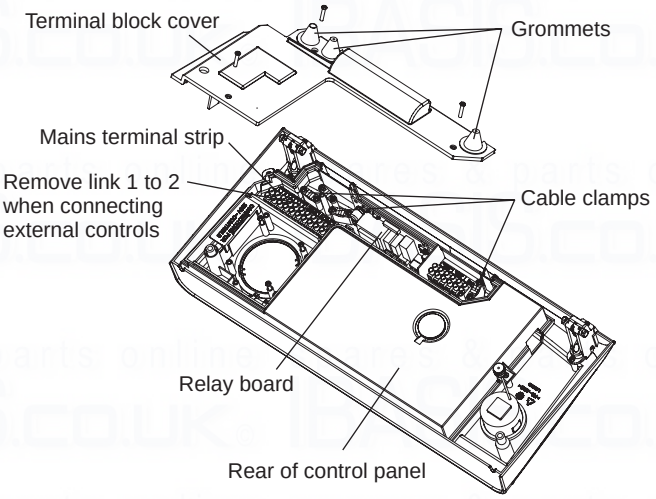

Fig. 23
4.10 CONNECT THE MAINS SUPPLY - Fig. 23
Remove the three screws securing the terminal block cover from the back of the control box (see Fig. 23). Pass the mains supply cable through the cable clamp and connect as follows:- Brown to L, Blue to N and Green/Yellow to ⏚. Ensure correct polarity.